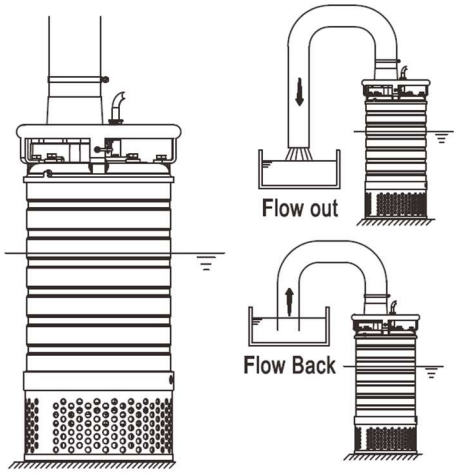

Рис.5 Подвод трубы к насосу через шланг
3.4.5.6. При использовании шланга для подвода трубопровода к насосу соблюдайте следующее (Рис.5):